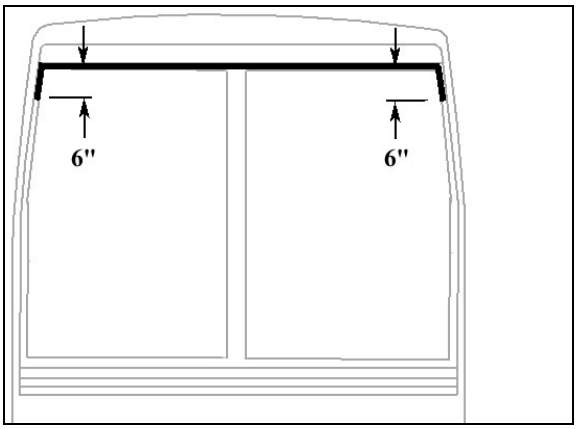

FIGURE 19: APPLICATION 0F SIKA 221 BLACK
- Apply Sika 221 black (Figure 19) between fiberglass and rubber extrusion